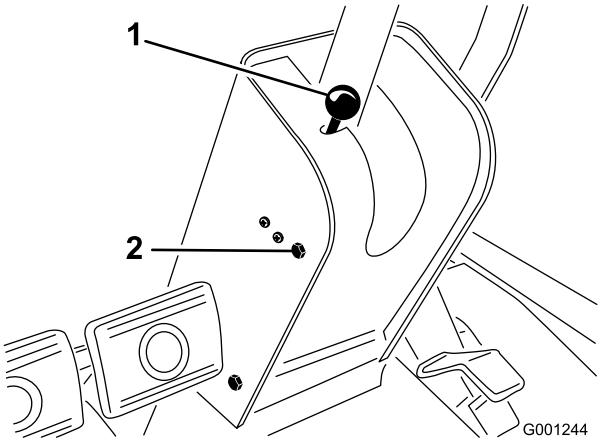

Figur 69
1. Fjern knappen fra parkeringsbremsen og skruerne fra ratstammekappen (Figur 69).